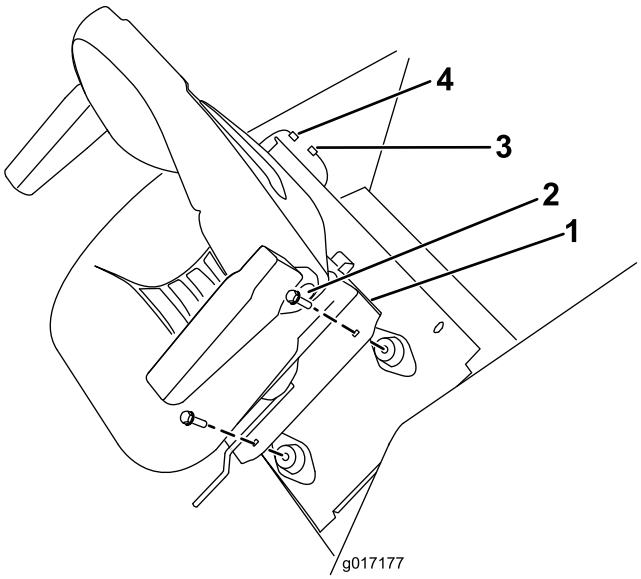

Figur 7
6. Montera sätessockeln på sätesfästet och sätesplattan med de fästelement som du tog bort tidigare (Figur 7).
7. Anslut kablaget till kabelkontakten på sätet (Figur 7).